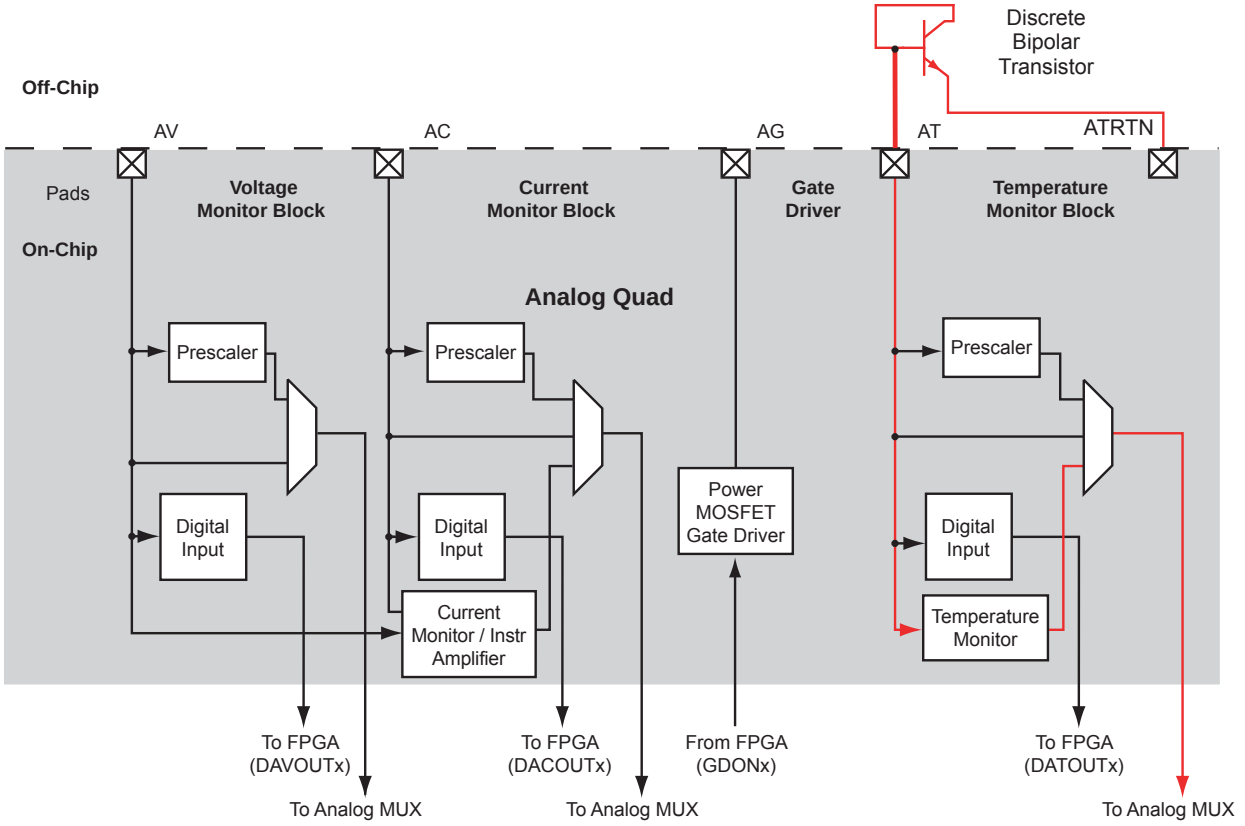

Figure 2-74 • **Temperature Monitor Quad**
The final pin in the Analog Quad is the Analog Temperature (AT) pin. The AT pin is used to implement an accurate temperature monitor in conjunction with an external diode-connected bipolar transistor (Figure 2-74). For improved temperature measurement accuracy, it is important to use the ATRTN pin for the return path of the current sourced by the AT pin. Each ATRTN pin is shared between two adjacent Analog Quads. Additionally, if not used for temperature monitoring, the AT pin can provide functionality similar to that of the AV pad. However, in this mode only positive voltages can be applied to the AT pin, and only two prescaler factors are available (16 V and 4 V ranges—refer to Table 2-57 on page 2-132).